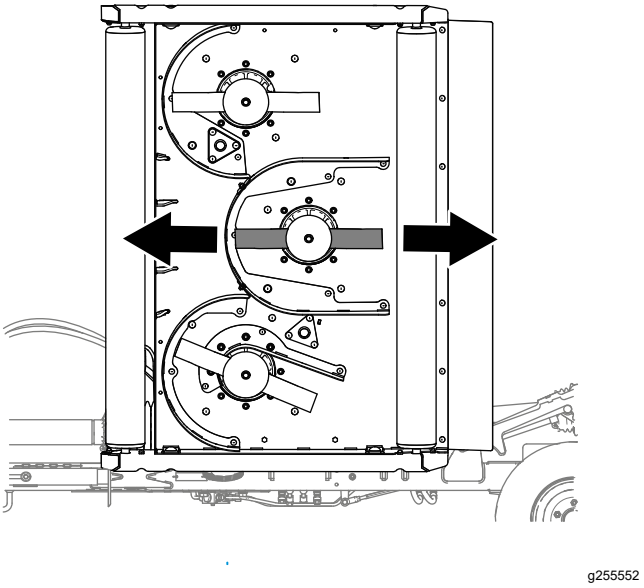

Figuur 78
1. Lijn voor elk maaidek waarvan u de schuinstand gaat afstellen het middelste maaimes uit zoals getoond in Figuur 78.